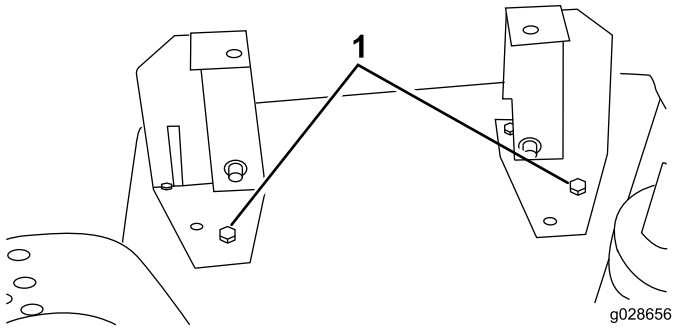

Bild 12
4. Verwenden Sie jede Halterung als Schablone und markieren die Stelle für das dritte Befestigungsloch (hinten links) (Bild 12).
7. Bohren Sie ein 3/8" großes Loch für jede Halterung und befestigen Sie diese mit einer Kopfschraube (5/16-18" x 3/4") und einer Sicherungsmutter (Bild 12).